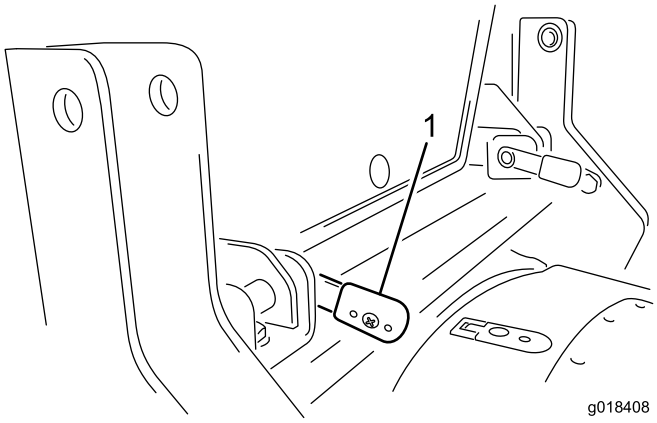

Figuur 13
4. Als de hendels volledig op hun plaats zitten, draait u ze achteruit om ze te borgen (Figuur 13).